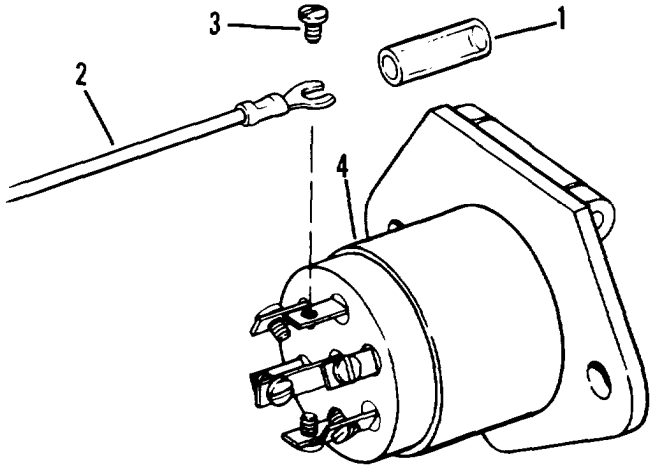

Figure 4-14. 12 volt receptacle
(1) Slide clear plastic sleeves (1, figure 4-14) back on wires (2). Remove screws (3) from back of receptacle (4). Tag and disconnect wires (2).
(2) Replace receptacle assembly (4).
(3) Install wires (2) on new 12 volt receptacle (4). Secure wires with screws (3).
(4) Slide plastic sleeves (1) over wires (2) to protect connections.